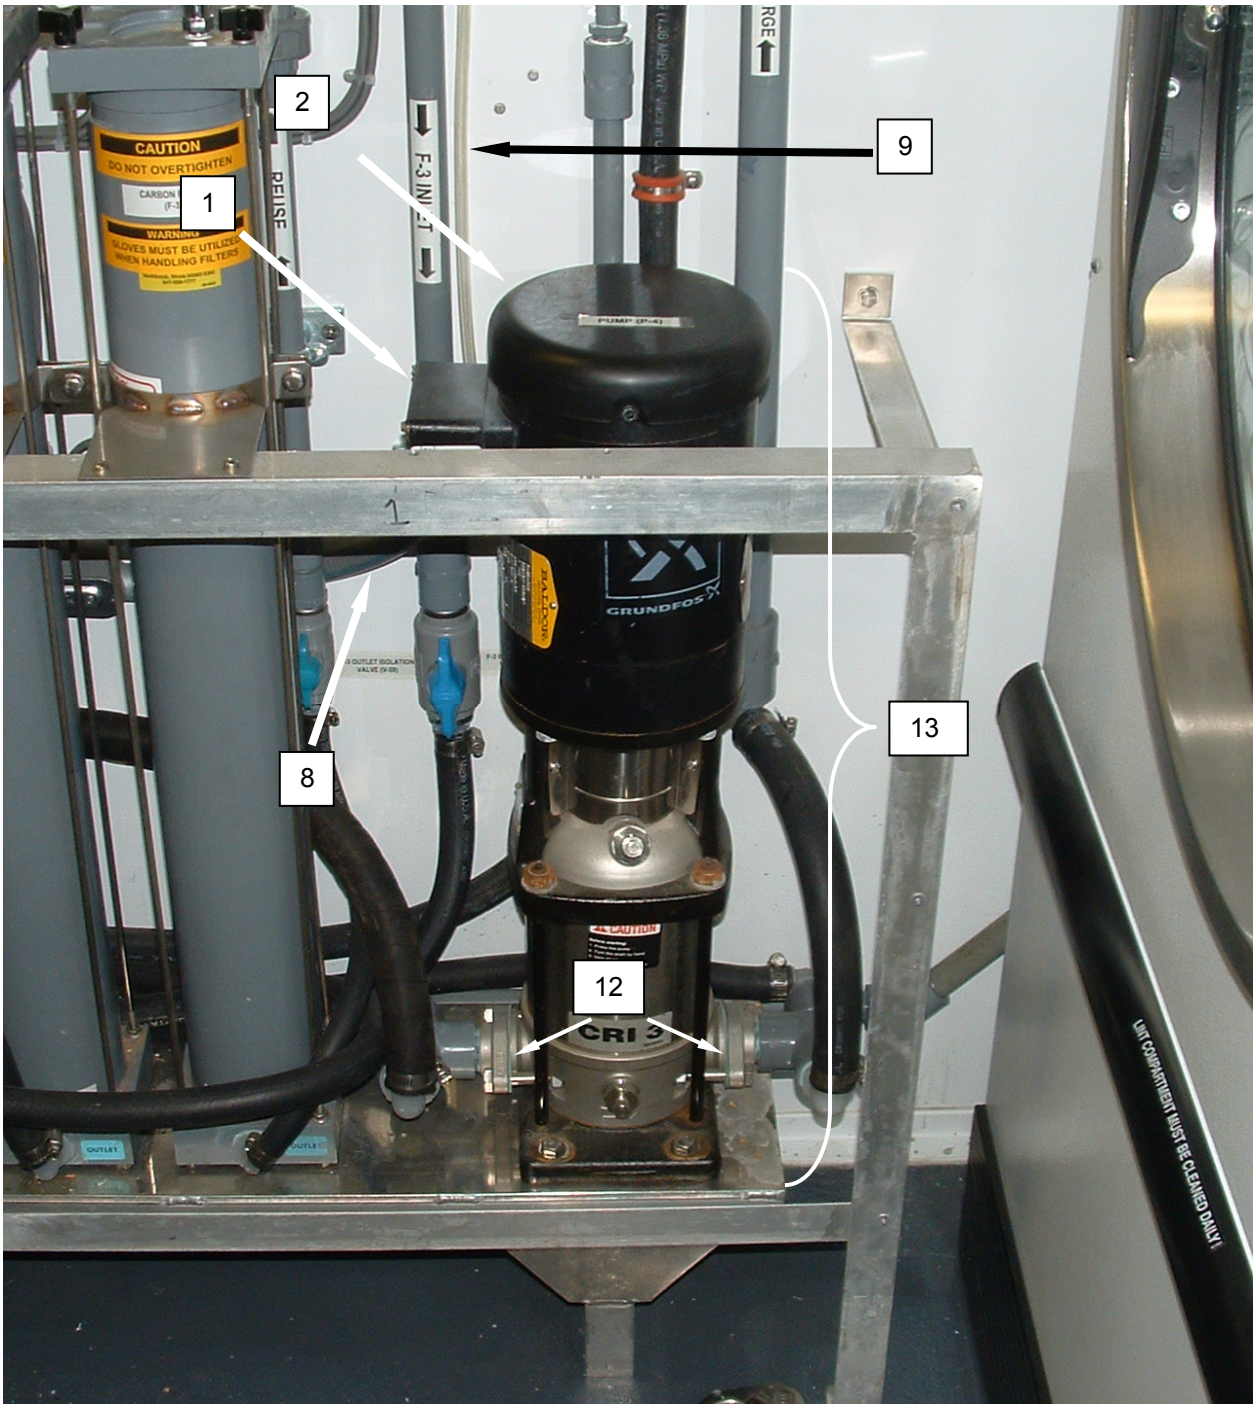

Figure 11. Replace P-4 Pump Assembly.
3. Remove screws retaining cover to pump junction box **(Figure 11, Item 1)** and remove cover.
4. Tag and disconnect wiring from pump motor **(Figure 11, Item 2)**.
5. Remove locknut retaining conduit **(Figure 11, Item 8)** and remove conduit.
6. Remove bolts, washers, and nuts retaining pump inlet and outlet flanges **(Figure 11, Item 12)**, and separate flanges from pump.
7. Remove vent hose **(Figure 11, Item 9)**.
8. Remove bolts, washers, and nuts **(Figure 11, Item 13)** securing pump to pump mount, and remove pump.
9. Install replacement pump **(Figure 11, Item 2)** and retain with bolts, washers, and nuts.
10. Install new gaskets on inlet and outlet flanges **(Figure 11, Item 12)**.
11. Attach inlet and outlet flanges **(Figure 11, Item 12)** to replacement pump **(Figure 11, Item 2)** and retain with bolts, washers, and nuts.
12. Install vent hose **(Figure 11, Item 9)**.
13. Remove screws retaining cover to pump junction box **(Figure 11, Item 1)** and remove cover.
15. Install conduit **(Figure 11, Item 8)** onto replacement pump motor **(Figure 11, Item 2)** and retain with locknut.
17. Install cover to pump junction box **(Figure 11, Item 1)** and retain with screws.